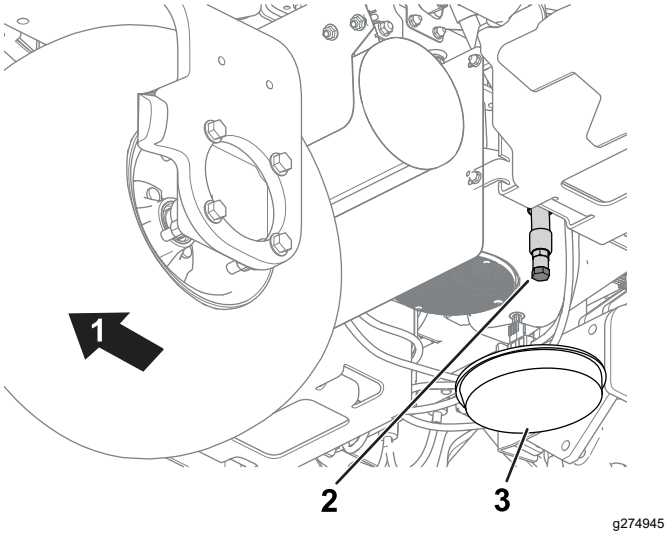

Figura 43
1. Retire el tapón de vaciado (Figura 43) y deje fluir el aceite a un recipiente apropiado.
2. Limpie las roscas del tapón de vaciado e instale el tapón de vaciado (Figura 43).